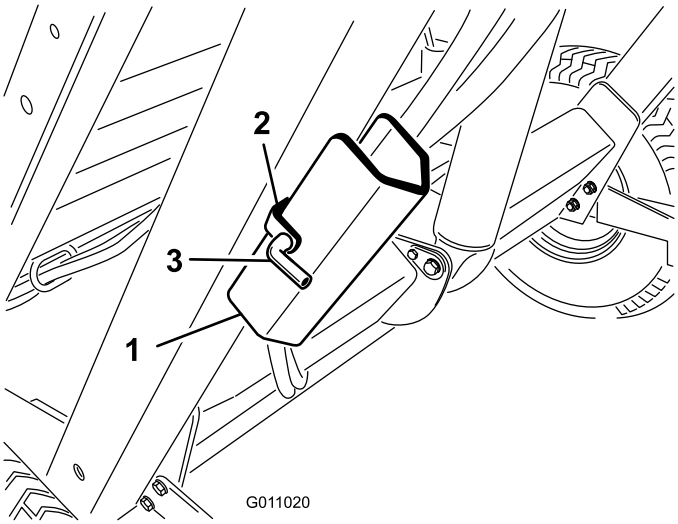

Figur 25
2. Fjern hårnålssplinten og bolten som fester støttepilaren til lagringsbraketten på oppsamlerens ramme (Figur 25). Fjern støttepilaren for beholderen.